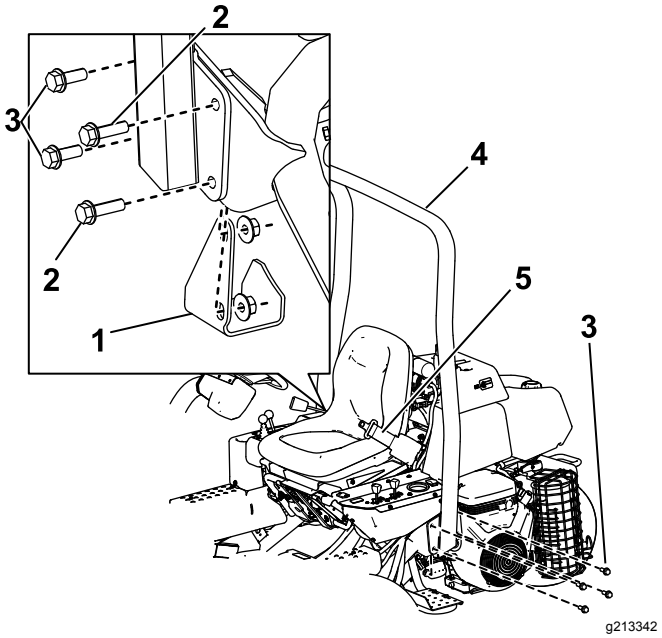

Figur 6
2. Senk veltebøylen (Figur 6) på monteringsbrakettene, på linje med monteringshullene.
3. Fest hver side av veltebøylen til monteringsbrakettene med fire bolter (½ x 1 ½ tomme) og låsemuttere (Figur 6).
med to bolter (½ x 1 ½ tomme), to bolter (½ x 1 ¾ tomme) og låsemuttere, som vist i Figur 6.